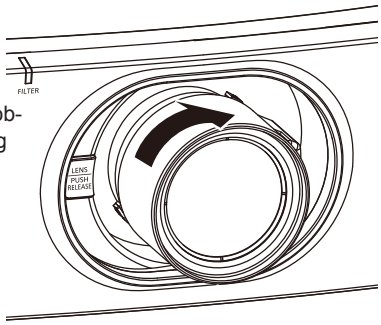

Abb. 2
2) Drehen Sie das Projektionsobjektiv im Uhrzeigersinn, bis es klickt. (Abb. 2)